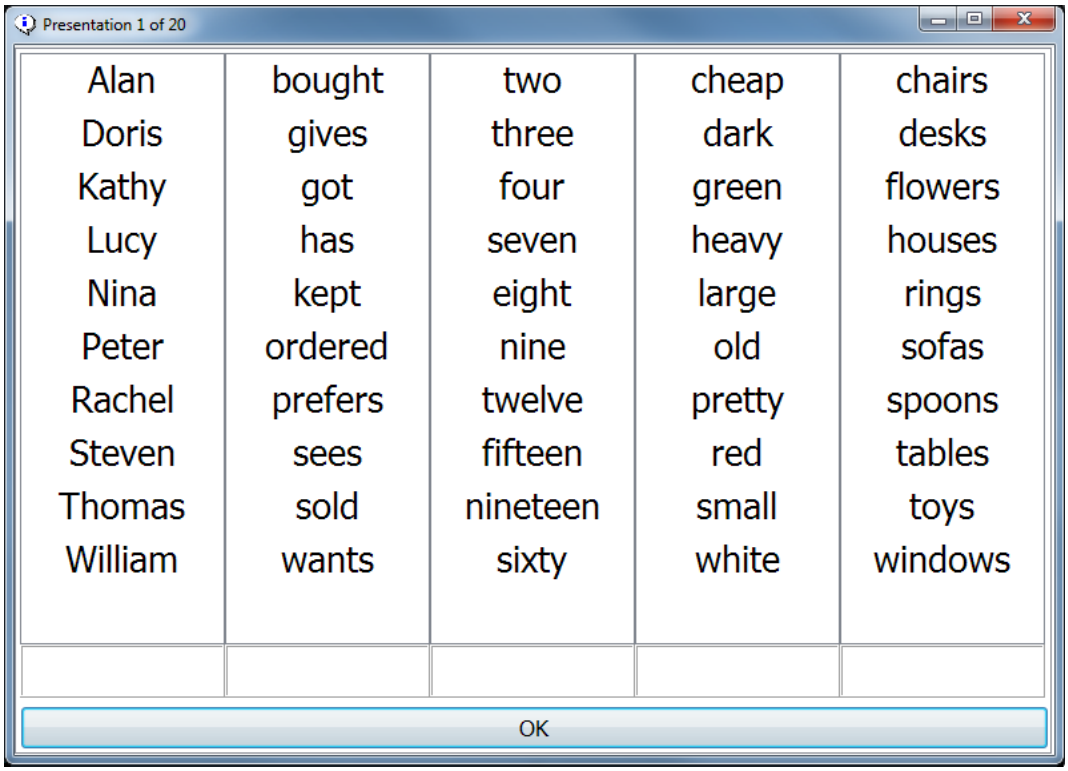

Abbildung 27: Auswahlmaske für die geschlossene Antworteingabe
Gleichzeitig wird eine Auswahlmaske angezeigt, die alle möglichen Antwortalternativen der Messung „Englischer (US) Matrix Test“ anzeigt (Abbildung 27). Dabei sind die jeweiligen Antwortalternativen der